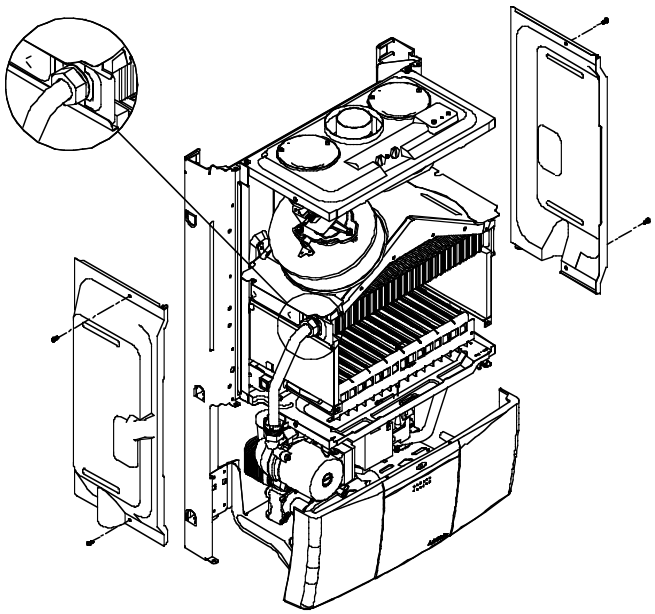

Fig. 29a
8.6.4 Remove four burner retaining screws (fig. 29a&b). Ease burner forward and rest on chamber base (fig. 28a&b).
8.8.8 Unscrew unions on either side of main heat exchanger fig. 29a&b.